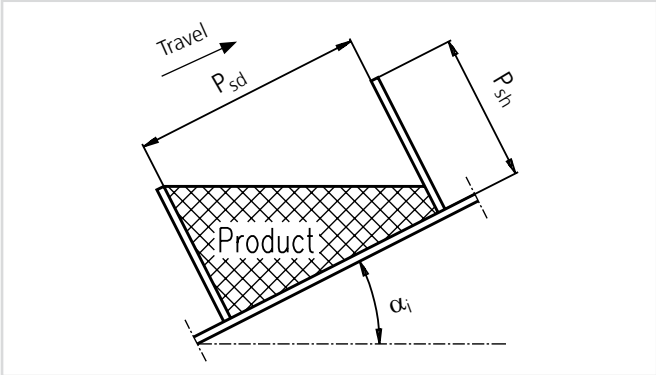

Figure 5-6 Situation 2
2. The distance between the product supports will allow the product to lie as shown on figure 5-6.
If InvTAN $\left(\frac{P_{sh}}{P_{sd}}\right) > \alpha_i$ - *you have situation 2 on figure 5-6*